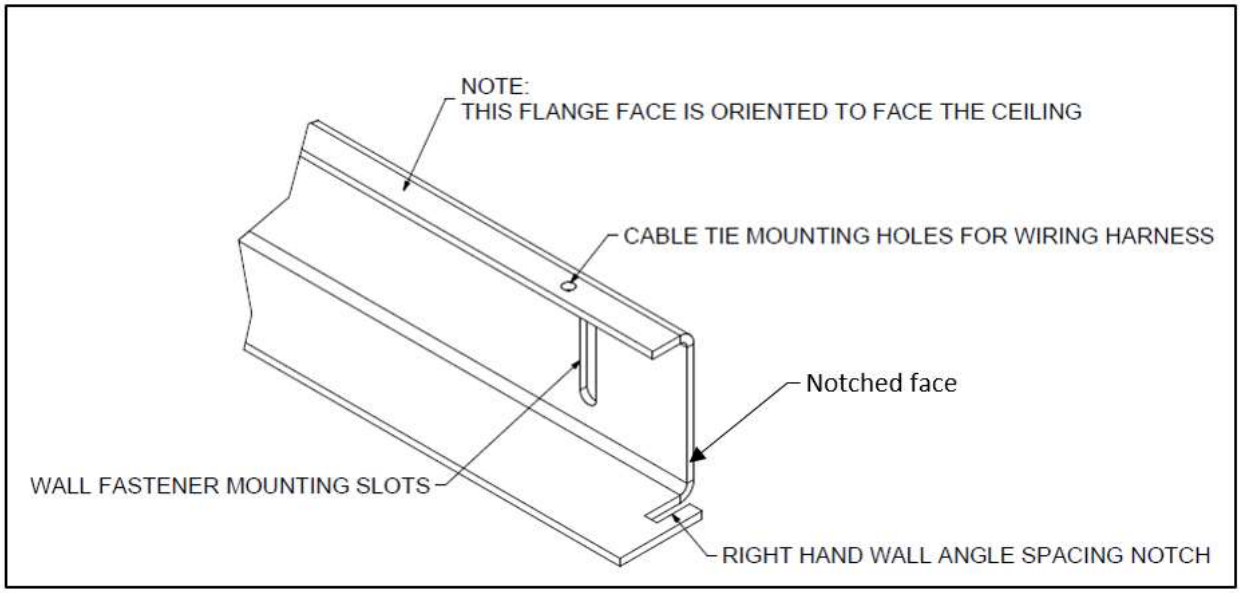
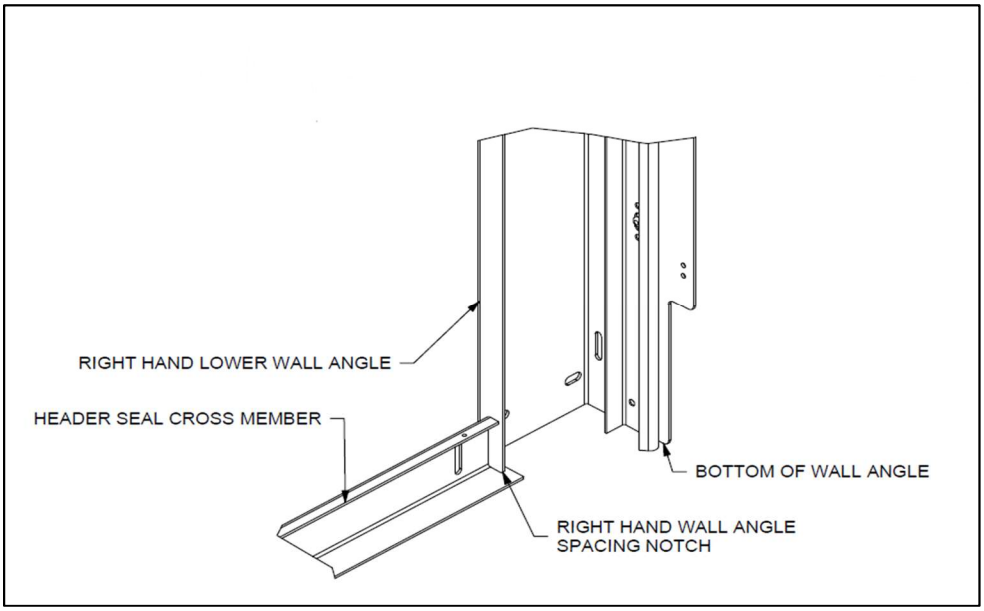

***Figure 10 – Header Seal Cross Member***
***Figure 11 - HEADER SEAL CROSS MEMBER INSTALLATION SPACER***
23. Referring to **Figure 10** and **Figure 11**, place the header seal cross member across the opening with the larger flange resting on the ground. The right-hand wall angle spacing notch will go over the smaller flange on the right-hand lower wall angle.
27. Use the header seal cross member to verify the proper spacing for the left-hand wall angle. Place short flange on left-hand wall angle inside of left-hand wall angle spacing notch, mirroring **Figure 11**.